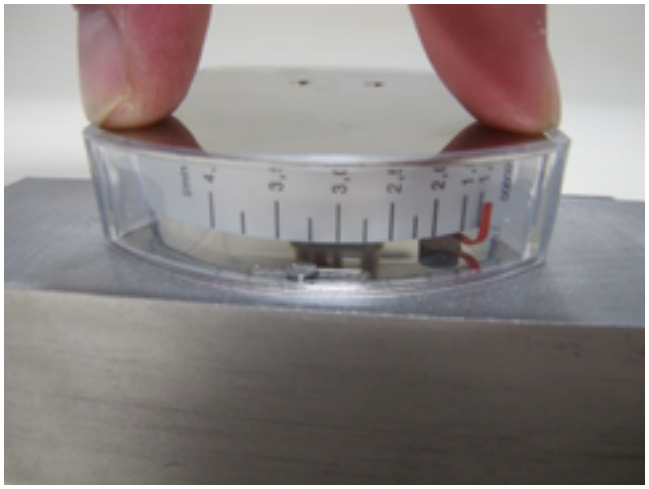

Fig. 69: Install the cover plate
24. Fit the display cover plate onto the plastic housing and carefully press down (*Fig. 69*) until it snaps into place.